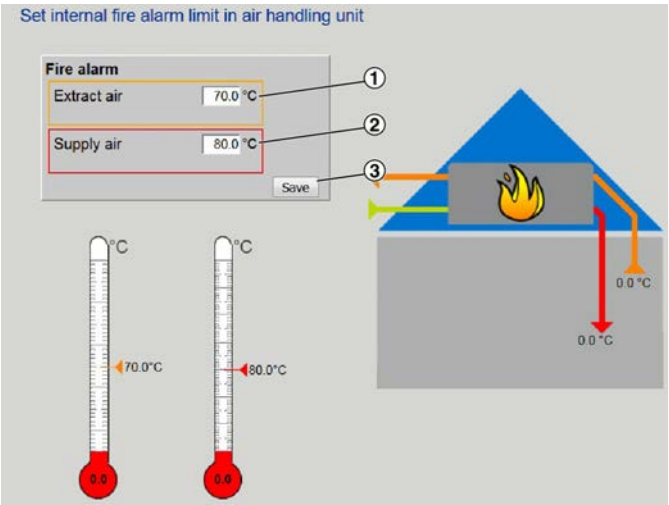

Fig. 49: Réglage des seuils de température pour une alarme incendie
2. Saisir la température limite de l'air de reprise (Voir la Fig. 49/1).
3. Saisir la température limite de l'air soufflé (Voir la Fig. 49/2).
4. Cliquer sur *« Enregistrer »* (Voir la Fig. 49/3).